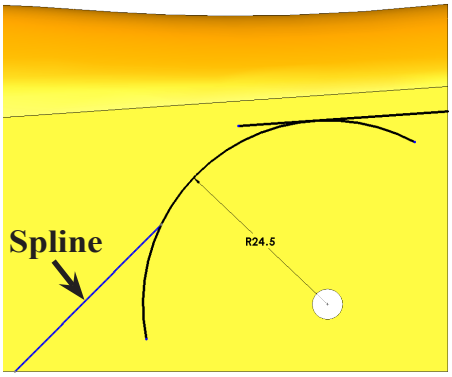

Fig. 95
Step 14. Draw **two point** spline between arc and bottom edge of body, **Fig. 95**.